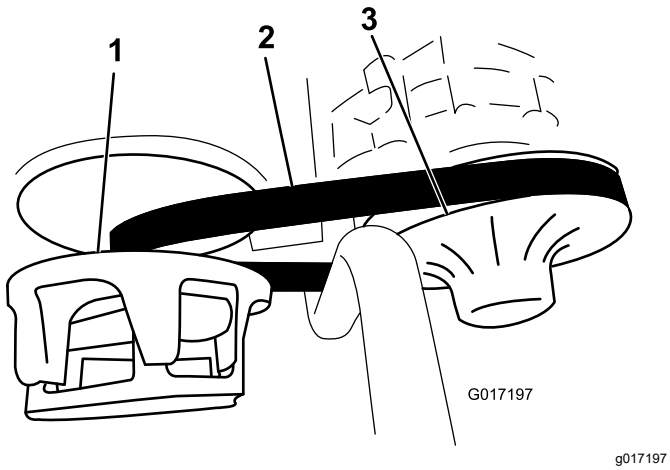

Figuur 58
3. Laat de riem ronddraaien en controleer deze op overmatige slijtage of beschadigingen (Figuur 58).
3. Laat de drijfriem over de secundaire koppeling ronddraaien (Figuur 58).
4. Verwijder de riem van de primaire koppeling (Figuur 58).
5. Lijn de nieuwe riem uit op de primaire koppeling (Figuur 58).
6. Laat de drijfriem over de secundaire koppeling ronddraaien (Figuur 58).